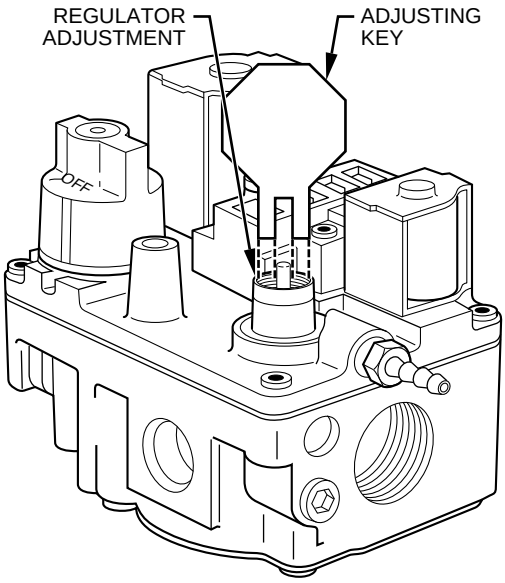

**Fig. 8—Adjusting Natural Gas Input (Adjusting Key)**
c. Turn adjusting screw using supplied ADJUSTING KEY either counterclockwise (out) to decrease input rate or clockwise (in) to increase rate. (See Fig. 8.)